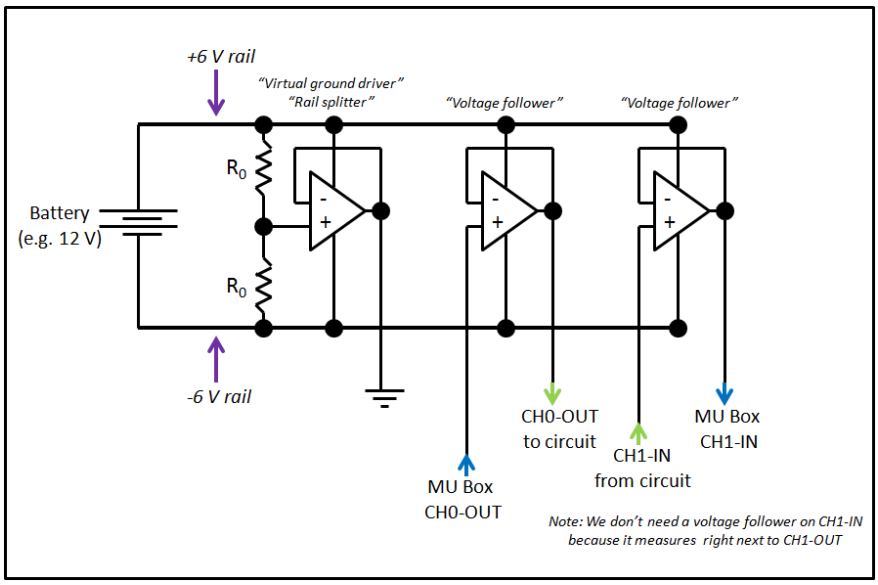

Figure 4: Circuit to power the op-amps. We split the battery voltage to power the op-amps using a voltage divider (e.g. $R_0 = 10$ [kΩ]).
Your breadboard will have two main interconnected circuits: A circuit to power your op-amps, and a circuit to measure a test impedance. Please study both parts of the circuit (Figs. 4 and 5) before you begin, so you can plan you breadboard accordingly.
1. Op-Amp circuit: Build the Op-amp breadboard that we will use to measure the loudspeaker impedance, as described below and shown in Figure 4. The purpose of the Op-amps is to isolate the measurement from the finite impedance of the MU box. The circuit diagrams of the MU box are provided in the 'DOC' folder of the software package. Based on these circuit diagrams, one may determine the Thévenin source impedance of the output voltage, and the input (load) impedance of the input circuits. There are two critical op-amps, one for output and one for input. The first input does not need an isolation Op-Amp since the output of the the first Op-Amp is zero ohms.
(b) Drive the circuit from CH0-OUT of the MU-box. *NOTE: If you do not use an Op-amp with a low impedance output (0 [ohms]), as described in Fig. 4, your results will not be as good as they could be.*